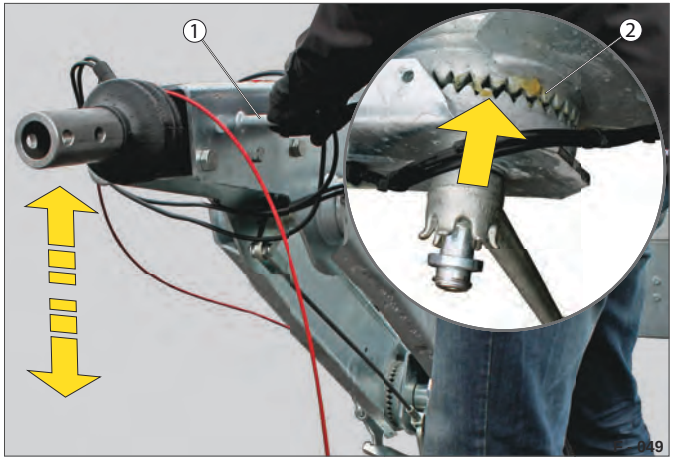

Fig. 47 Tilpasning af højde
▶ Tag fat om håndgrebet (Fig. 47 /1) med begge hænder, og indstil den højdeindstillelige trækstang til den rigtige højde i forhold til koblingen på trækkøretøjet.
Fortandingen (Fig. 47 /2) er frigjort.